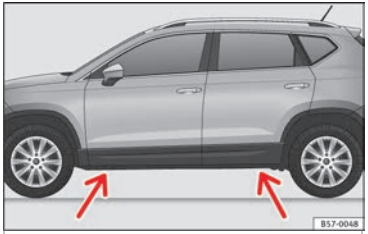

Fig. 72 Crossbar: marks.
- Find the support point on the strut (sunken area) closest to the wheel to be changed ››› Fig. 72.